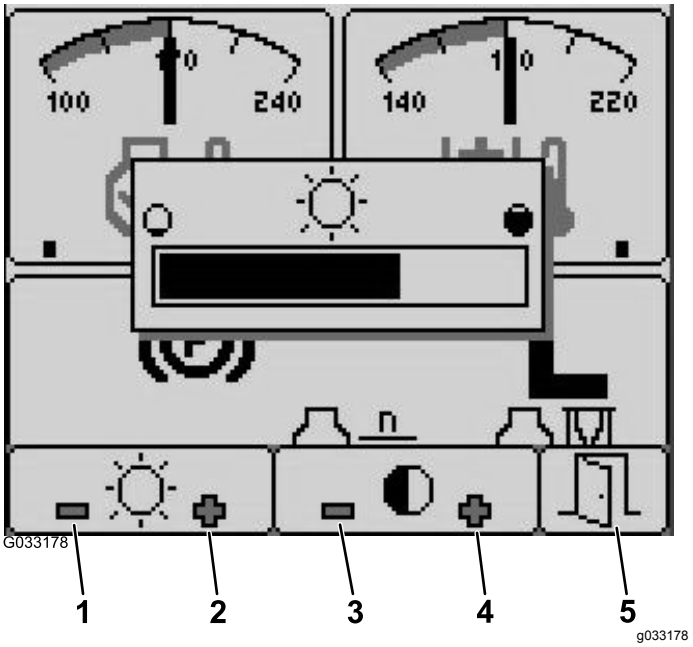

Figuur 27
1. Druk in het opstartscherm op knop 5 om naar de pop-upmenubalk helderheid/contrast te gaan (Figuur 27).
2. Druk op knop 1 om de helderheid te verlagen, knop 2 om de helderheid te verhogen, knop 3 om het contrast te verkleinen, en knop 4 om het contrast te vergroten (Figuur 27).
3. Wanneer u klaar bent met het instellen van de helderheid en het contrast, druk dan op knop 5 om af te sluiten (Figuur 27).